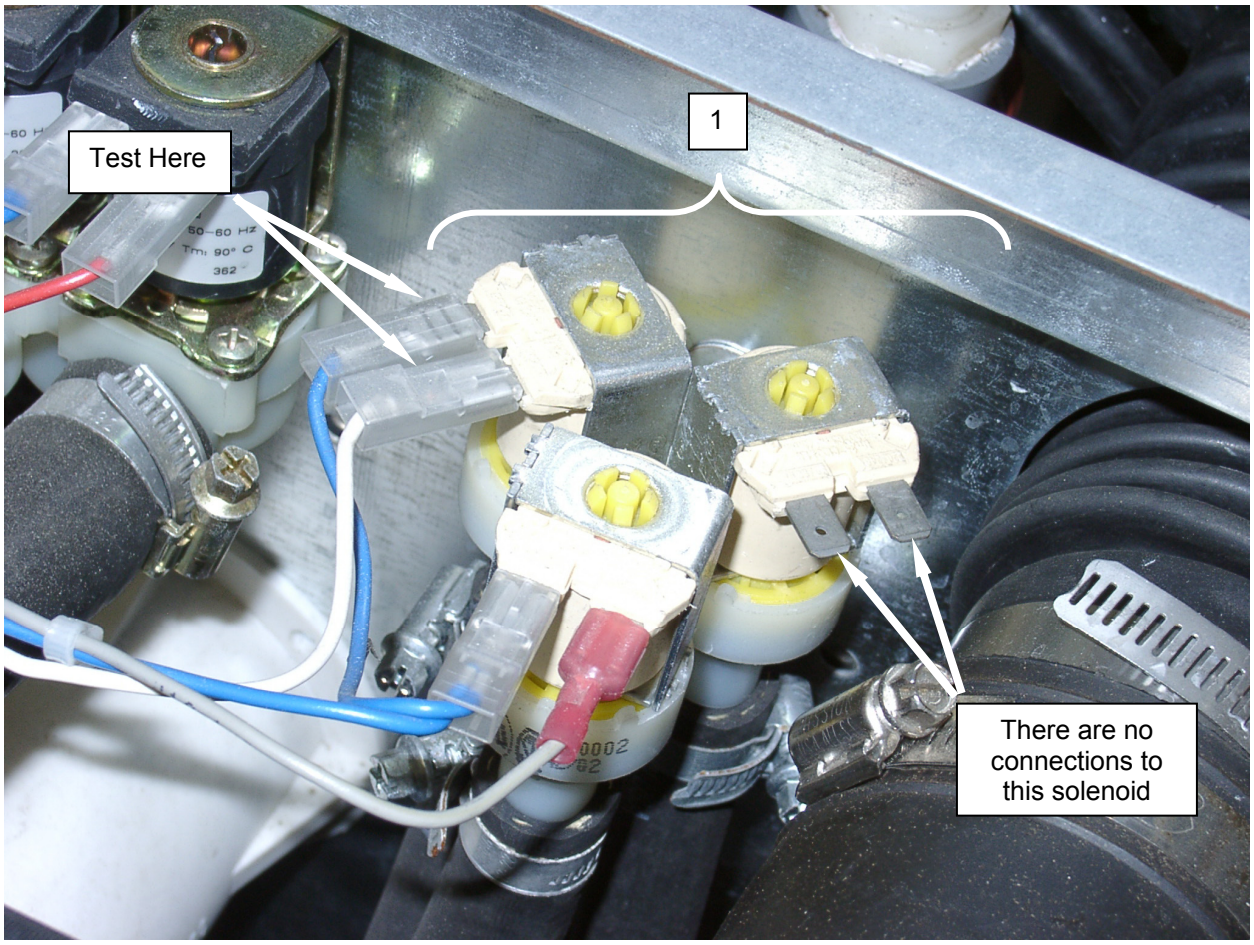

Figure 2. Test the Washer 3-Way Valve.
2. Tag and disconnect wiring from valve **(Figure 2, Item 1)**.
4. Replace a valve **(Figure 2, Item 1)** with an open solenoid.